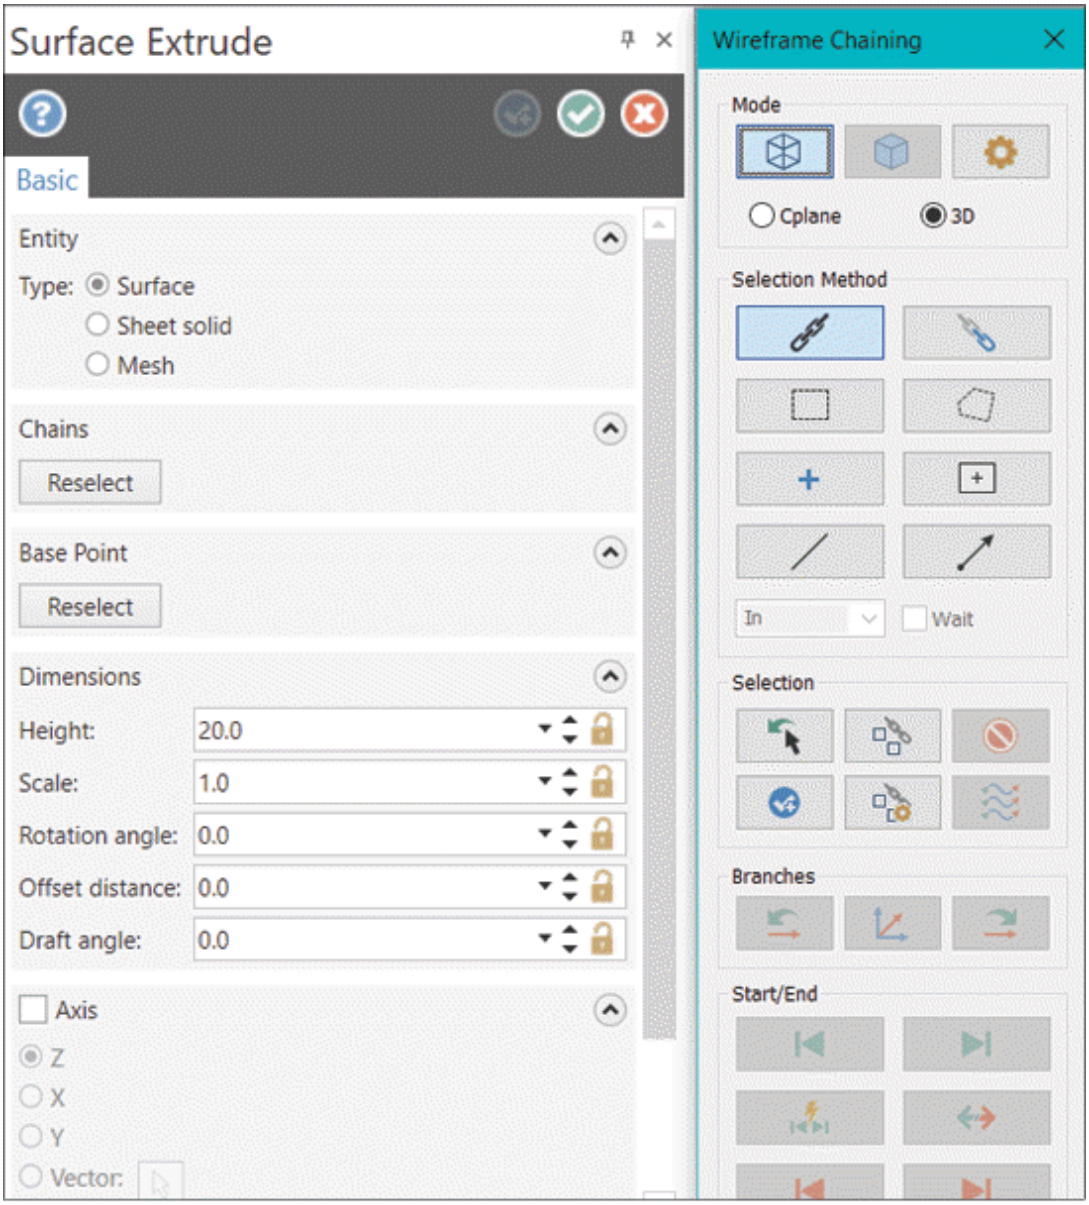

Figure-18. Surface Extrude Manager
- Click on the **Extrude** tool from the **Create** group in the **Surfaces** tab of the **Ribbon**. The **Surface Extrude Manager** will be displayed with **Wireframe Chaining** selection box; refer to Figure-18.